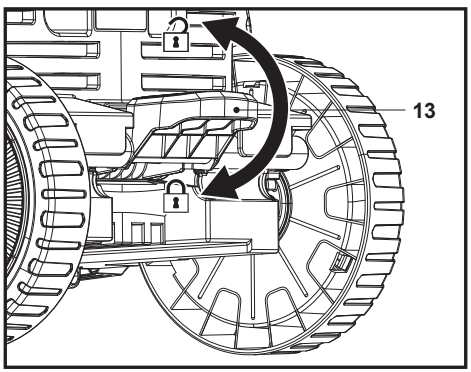

Fig. 18
Prima o botão de bloqueio (13) para bloquear as duas rodas traseiras (8) e levante o botão de bloqueio (13) para desbloquear as duas rodas traseiras (8) (Fig. 18).